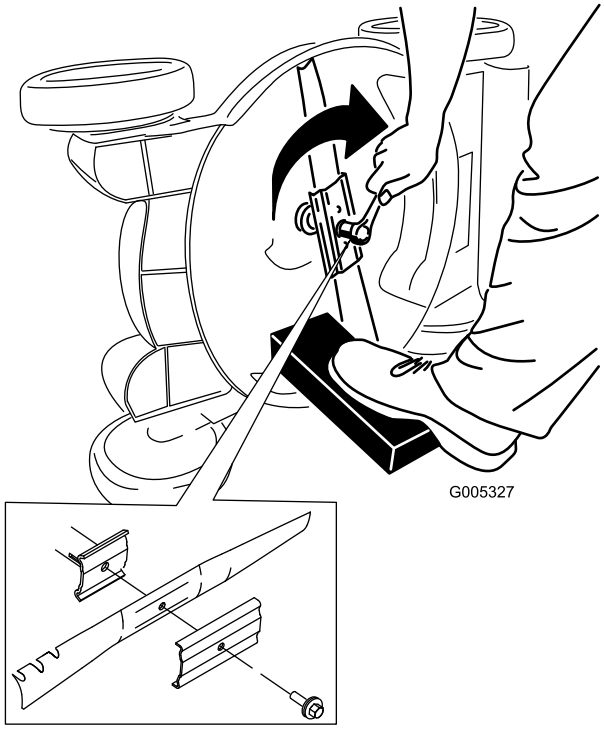

Figuur 49
5. Monteer het nieuwe mes en alle bevestigingselementen (Figuur 49).